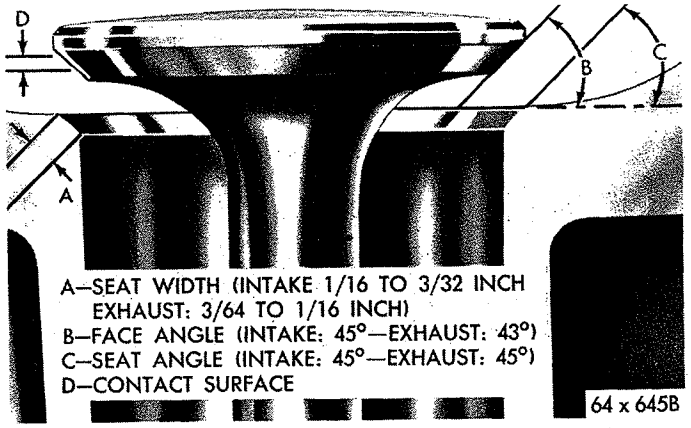

*Fig. 15—Valve Face and Seat Angle*
(1) The intake and exhaust valve seats and the intake valve face have a 45 degree angle. The exhaust valve face has a 43 degree angle. The valve face and valve seat angles, are shown in Figure 15.